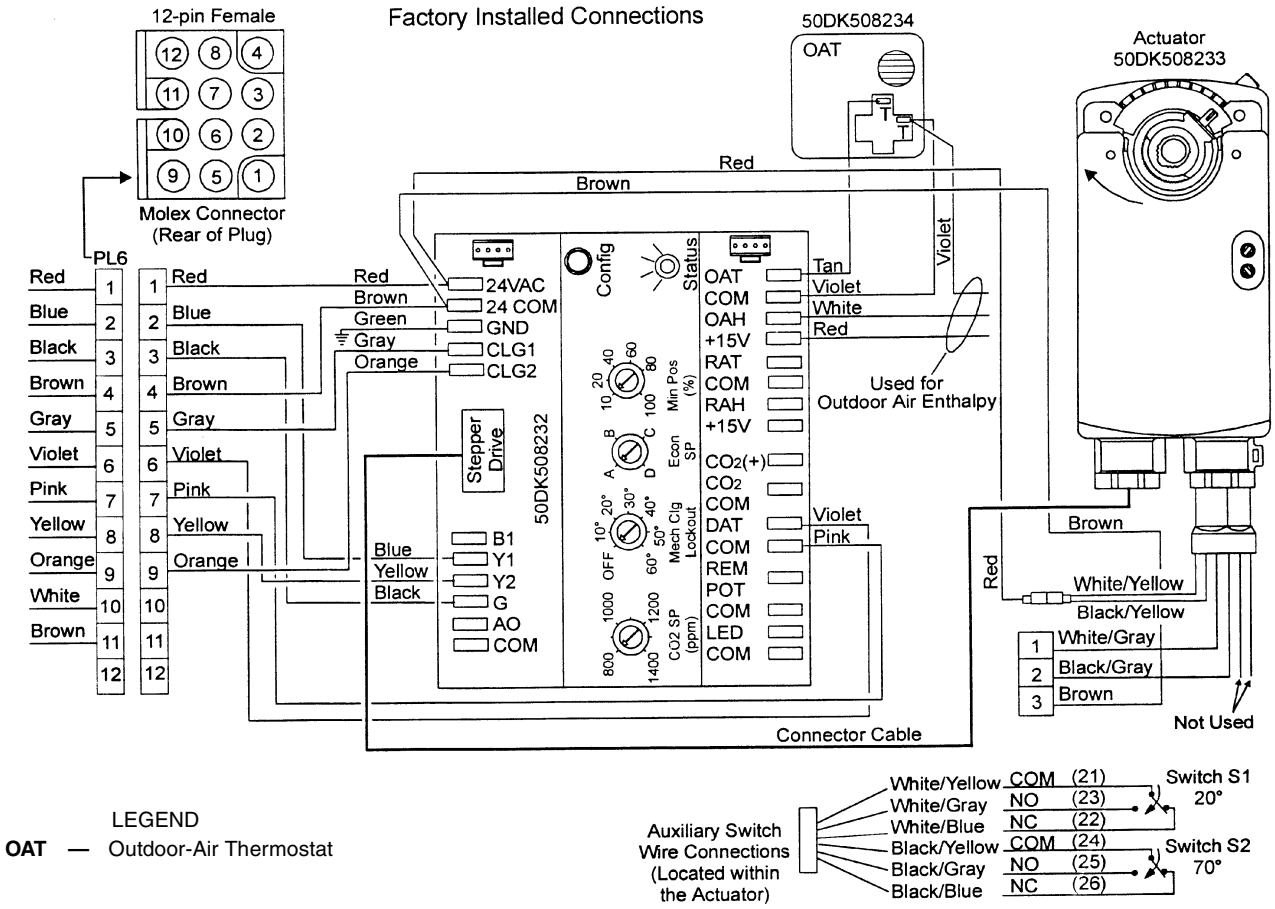
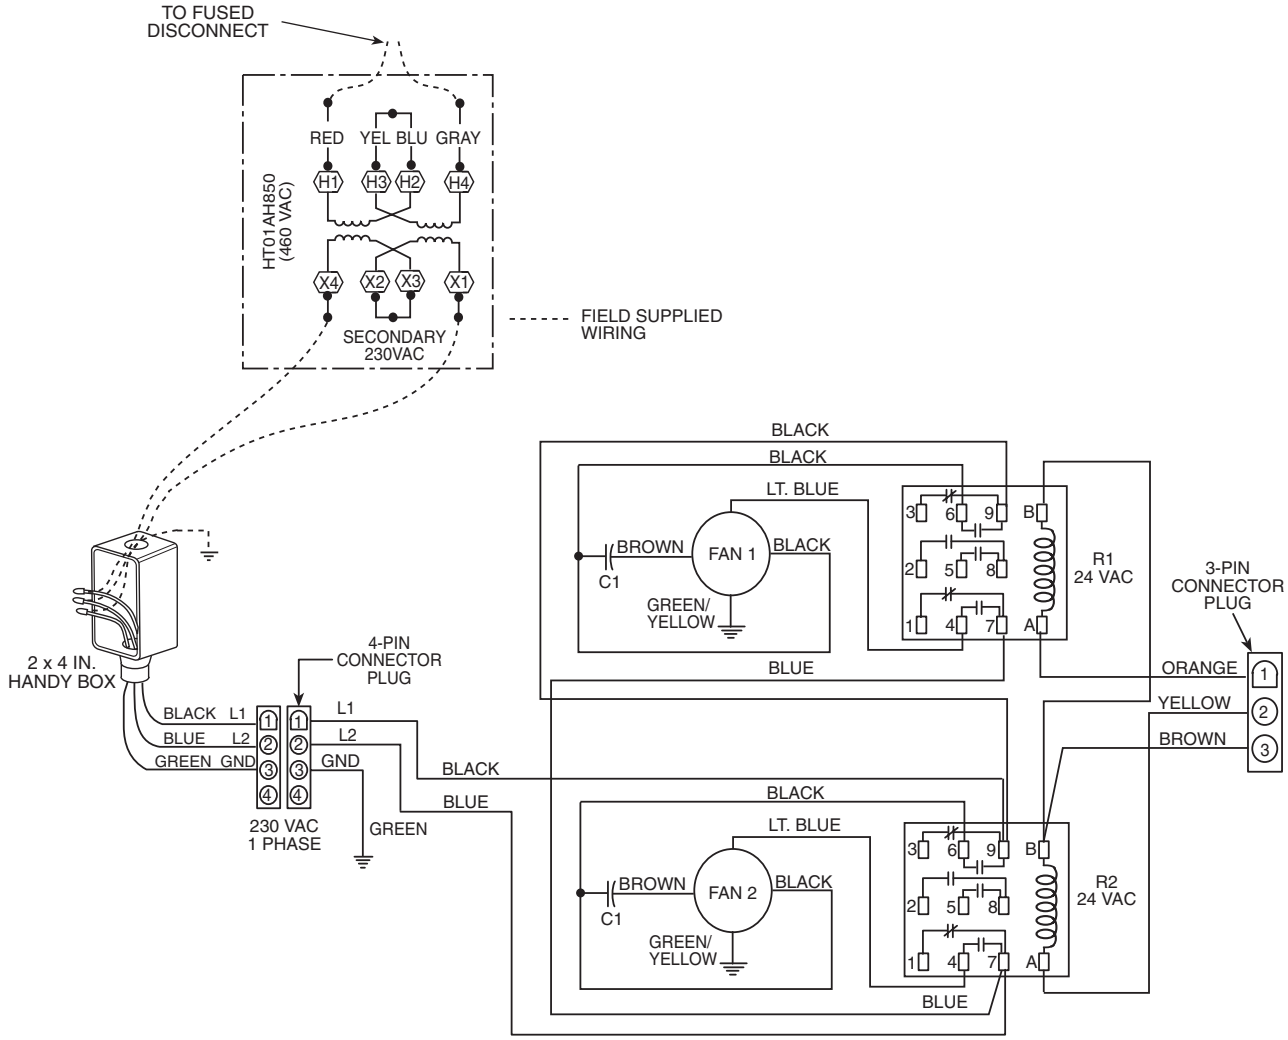

**Fig. 36 — EconoMi$er Wiring**
**Fig. 38 — Wiring Diagram for Power Exhaust System**
9. Remove and store the 12-pin jumper plug from the unit wiring harness located in the upper left corner and insert the EconoMi$er plug into the unit wiring harness. Refer to wiring diagram Fig. 36 and 37. Also refer to Fig. 38 if installing an accessory power exhaust.